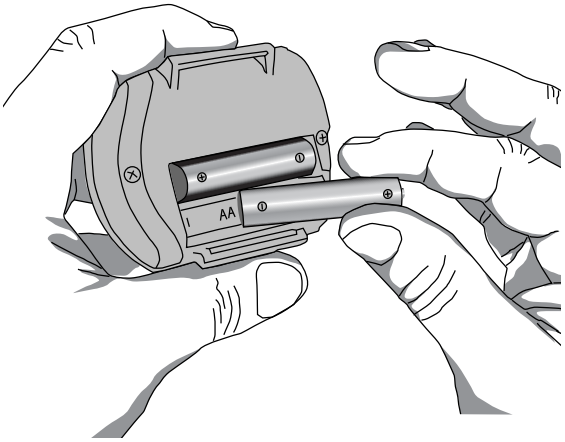

Afbeelding 5: Batterijen plaatsen
2. Plaats 2 volledig opgeladen of nieuwe AAA-batterijen (Afbeelding 5). De richting van de batterijen staat afgebeeld aan de binnenkant van het batterijvak.